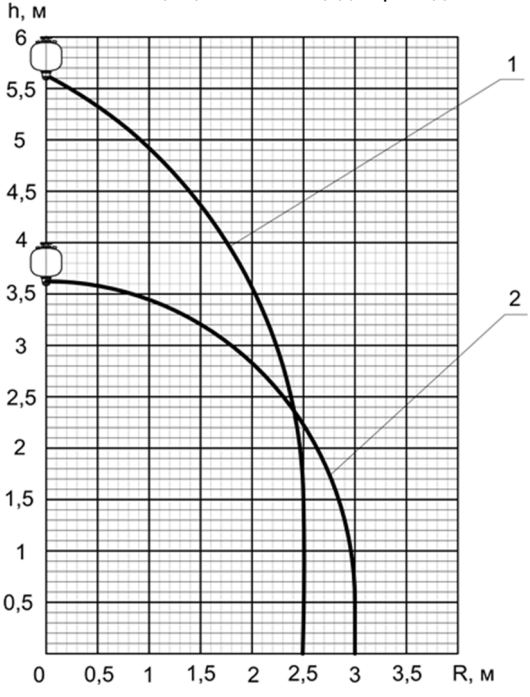

Рис. 3. Конфигурация конуса орошения.
12. Защищаемая площадь при тушении очагов пожаров	см. рис.3, табл. 2
2.2. Защищаемая площадь модификациями«Буран-15ТРВ» по очагам класса «А» и «В», в зависимости от высоты расположения распылителя, определяется по конфигурации конуса орошения (Рис.3). Максимальная защищаемая площадь приводится в таблице 2 .